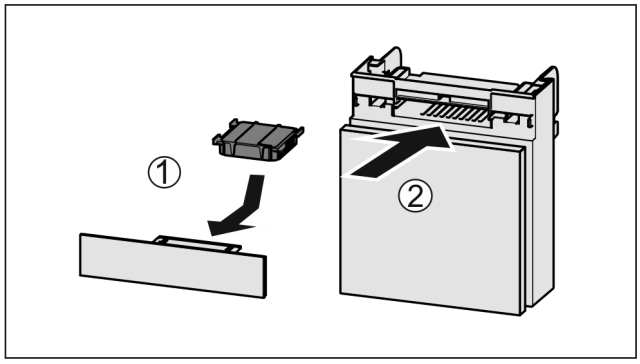

Fig. 210
▶ Inserire il filtro a carboni attivi come illustrato nella figura *Fig. 210 (1)*.
▶ Inserire il vano *Fig. 210 (2)*.